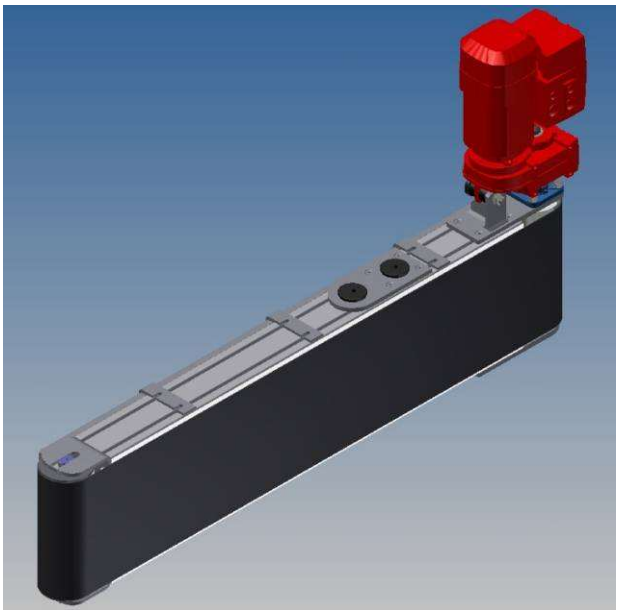

Figura 84: unità nastro con motoriduttore.
- due unità nastro a tappeto motorizzato (v. Figura 84);